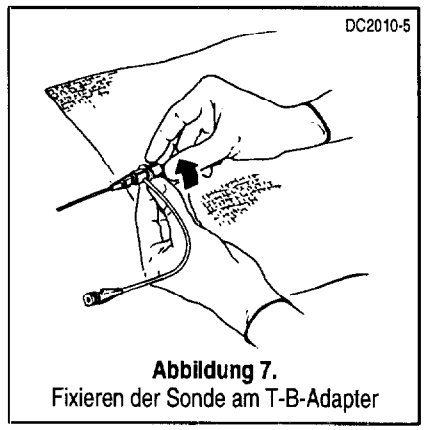

Abbildung 7. Fixieren der Sonde am T-B-Adapter
8. Ziehen Sie den Connector gründlich fest, um die Sonde zu fixieren (Abb. 7). Saugen Sie sämtliche Luft vom seitlichen Anschluß ab. Schließen Sie über den seitlichen Anschluß des T-B-Adapters ein kontinuierliches oder periodisches Spülsystem mit Heparin an.